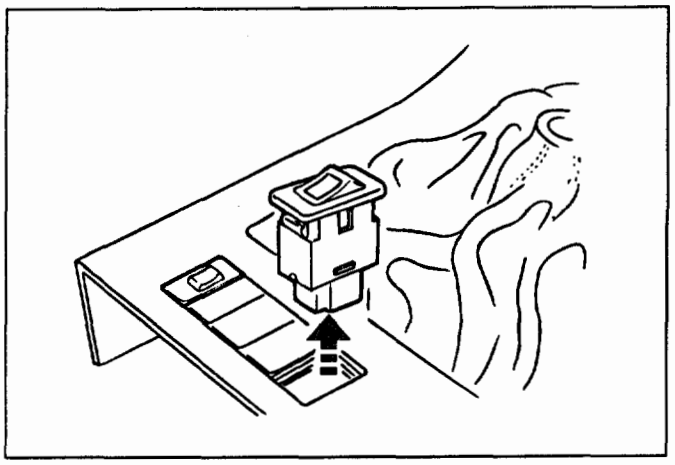

Fig. 8-433
REMOVAL (FIG. 8-433)
- To release the lock, pushing the switch locks from the back side of the front console assembly. (Fig. 8-433)